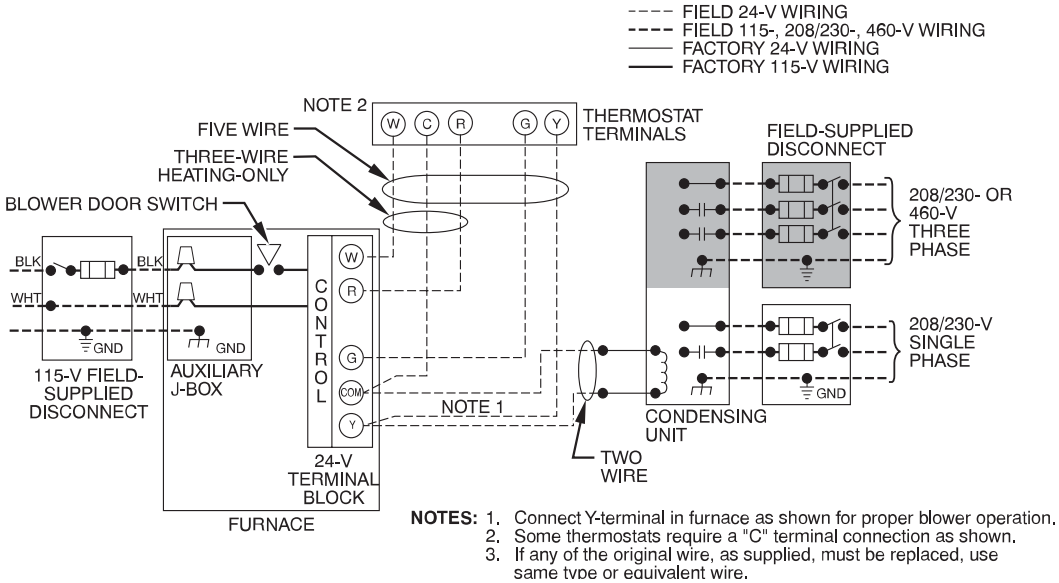
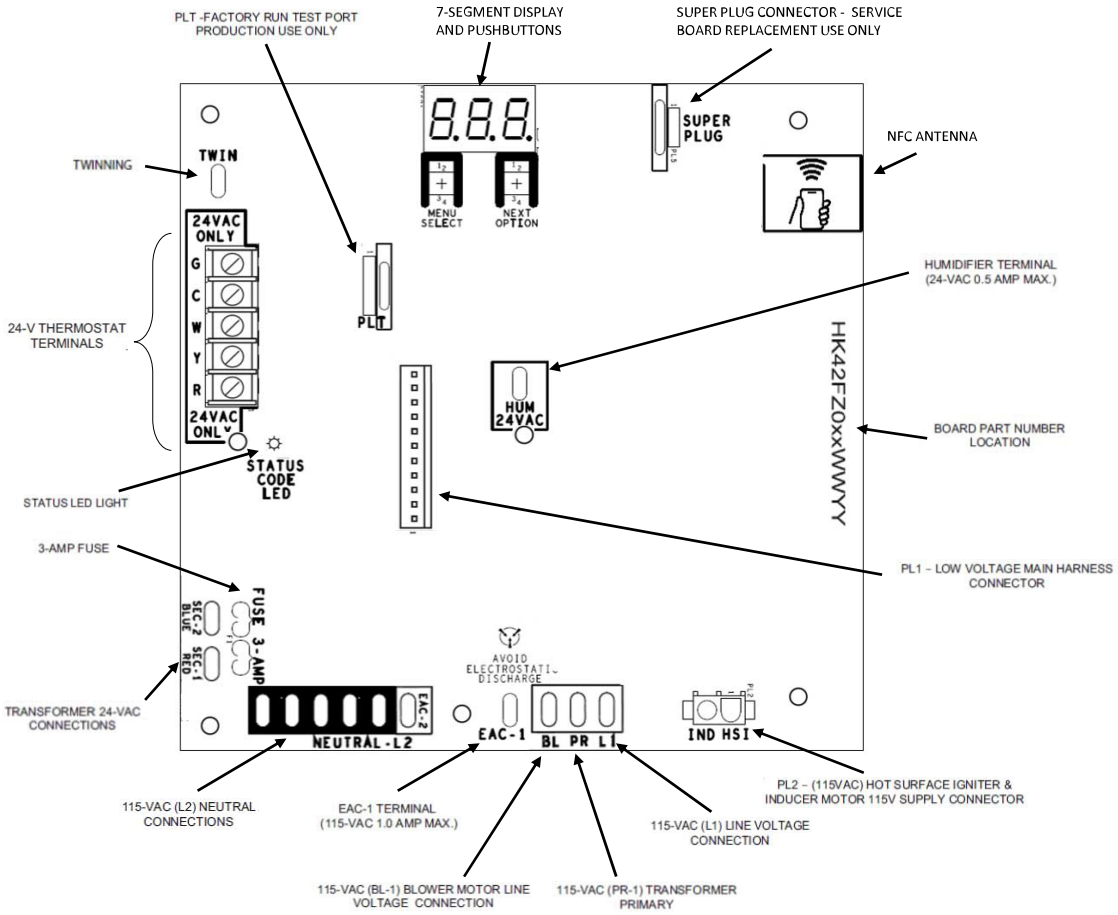

Fig. 32 – Typical Field Wiring Diagram
Fig. 37 – Example of Single Stage Furnace Control
See Fig. 32 for field wiring diagram showing typical field 115-V wiring. Check all factory and field electrical connections for tightness.
6. Connect power cord power and neutral leads to furnace power leads (Fig. 32).
5. Connect field power and neutral leads to furnace power leads (Fig. 32).
Make field 24V connections at the 24V terminal strip (Fig. 37). Connect terminal Y as shown in Fig. 32 for proper cooling operation. Use only AWG No. 18, color-coded, copper thermostat wire.
The 24V circuit contains an automotive-type, 3A fuse located on the control. Any direct shorts during installation, service, or maintenance could cause this fuse to blow. If fuse replacement is required, use ONLY a 3-amp. fuse of identical size (Fig. 37).
Refer to Fig. 37.
Connect an accessory 24 VAC, 0.5 amp. maximum humidifier (if used) to the 1/4-in male quick-connect HUM terminal and COM-24V screw terminal on the control board thermostat strip. The HUM terminal is energized when the pressure switch closes during a call for heat (Fig. 37).